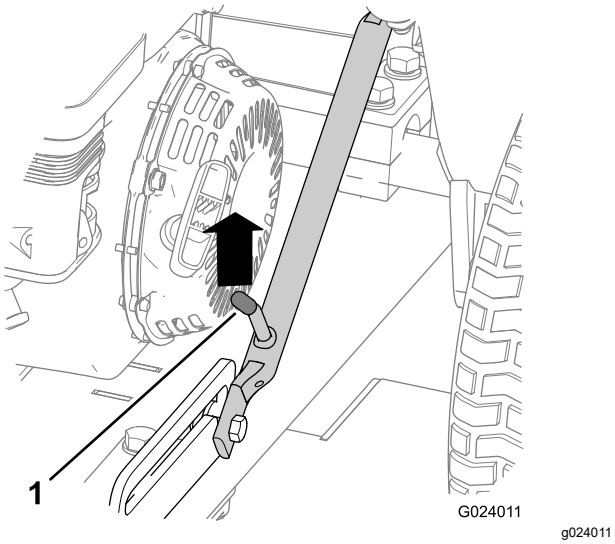

Рисунок 7
4. Поднимайте сцепку, пока фиксирующий рычаг не выйдет из зацепления с прорезью защелки (Рисунок 7).